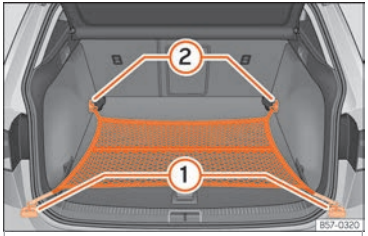

Fig. 133 In the luggage compartment: net bag hooked up at floor level.
- Secure the net hooks to the fastening rings ① and ② ››› Fig. 133 ››› ⚠. The bag zip should be facing upwards.